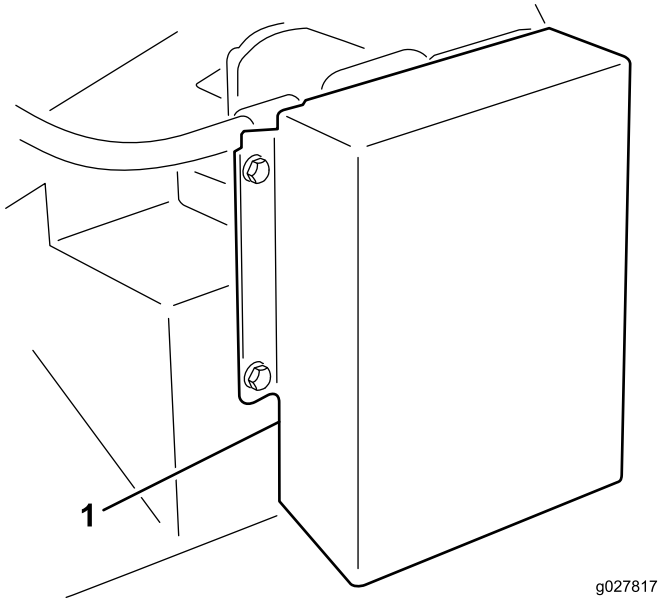

**Рисунок 9**
1. Снимите элементы крепления щитка двигателя к раме деки (Рисунок 9). Снимите щиток.
2. На задней стороне рамы ослабьте болт крепления натяжителя ремня к раме (рис. 9).
3. Снимите болт и гайку, которые крепят направляющую натяжителя к креплению привода (рис. 9). При выворачивании болта натяжение ремня будет снято.